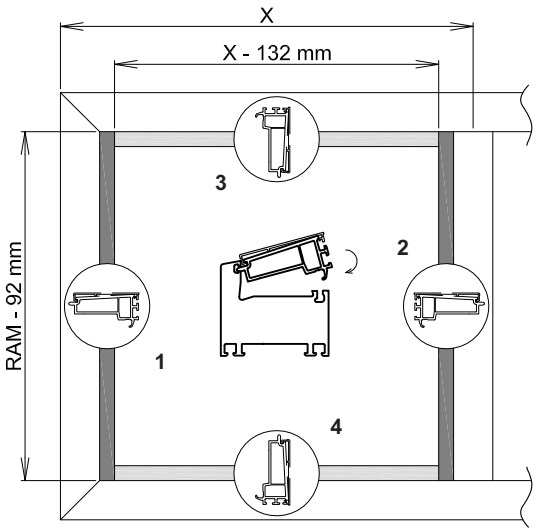

Abb. 2
Die Alu-Vorsatzschale **A038** im Bereich der Halbschale **A391** ausklinken (siehe Abb. 2).
- Setzen Sie nun die miteinander verbunden Profile **76663** und **A392** der Reihenfolge (siehe Abb. 2) zuerst vertikal und dann horizontal in den Rahmen ein.